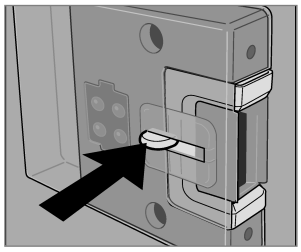

Abb. 38
- Entriegeln Sie die Verschlusseinrichtung der Türverriegelung durch Eindrücken und schieben Sie sie nach vorne. Wird die Tür nun geschlossen, bleibt der Kühlschrank einen Spalt weit geöffnet, um Schimmelbildung zu vermeiden (Abb. 38 - 39).